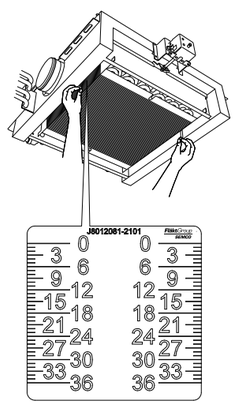

FIGURE 23
4) Adjust the faceplate to suit airflow needs. See **FIGURE 23**.
2) Once the blades are adjusted to suit the zone's needs, the airflow slots in the beam, must be adjusted to design primary airflow. This can be done with a screwdriver (See **FIGURE 23**).